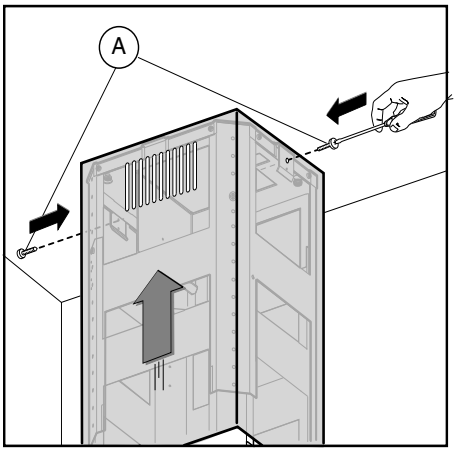

Fig.10
- Tag den øverste del af skorstenen og fastgør den til strukturen ved hjælp af de 2 skruer **A** (Fig. 10).